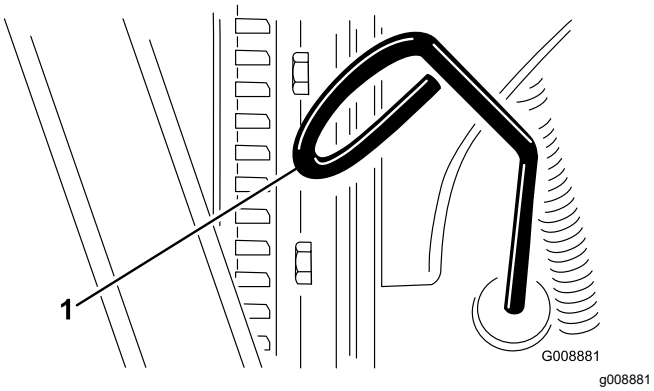

Figuur 48
2. Verwijder de peilstok (Figuur 48) en veeg deze af met een schone doek.